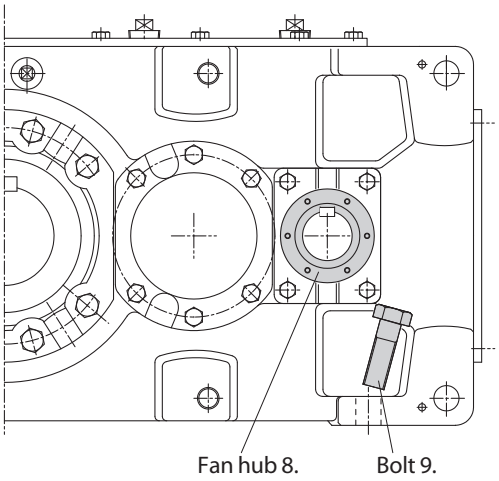

Fig.7
(2) Install reducer to the installation surface with bolt 9. (fig.7).